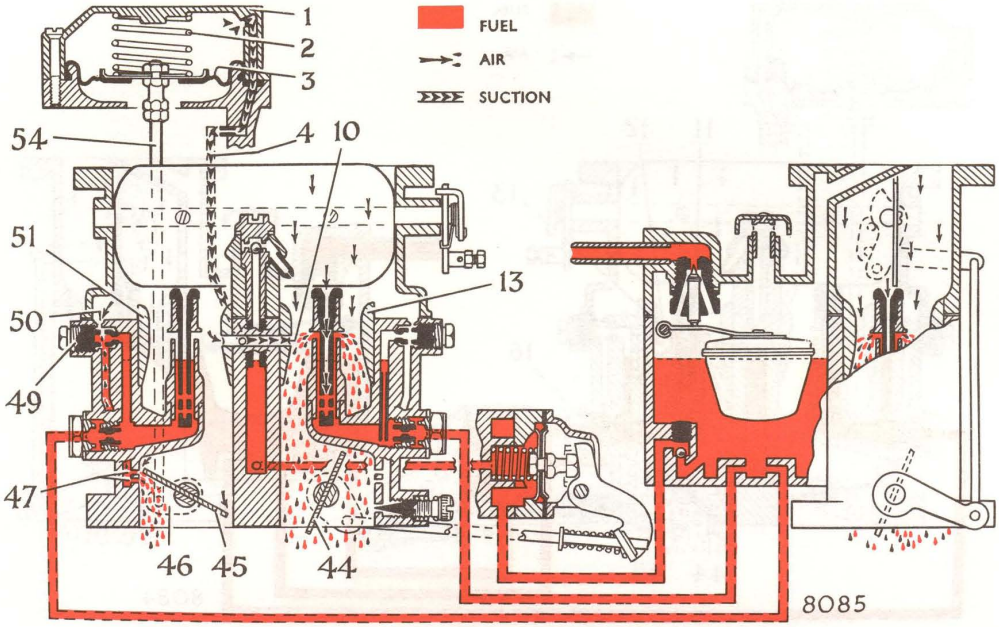

Fig. 8. *Secondary throttle coming into operation*
See Figs. 8, 9 and 10
The secondary throttle is opened automatically by its operating unit which is shown in sectional form in Figs. 8 and 9. It consists of a diaphragm housing (1), diaphragm (3), diaphragm return spring (2), and rod (54) that connects the diaphragm by a spring-loaded ball joint connection to the lever (46) on the secondary throttle spindle.